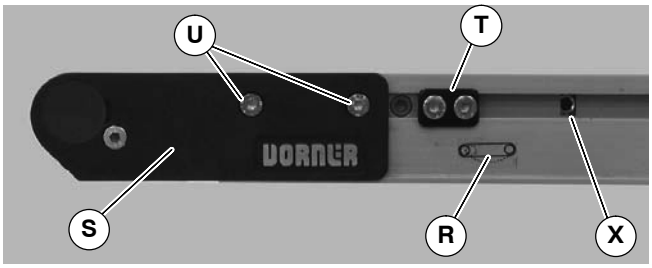

Figure 25
1. On tension end of the conveyor, identified with a label (R of Figure 25), adjust head plate assembly (S): On both sides of conveyor, loosen fastening screws (U) and rotate pinion gear (X) to adjust head plate assembly.
3. After adjusting proper tensioning, tighten fastening screws (U of Figure 25) on both sides of conveyor to 60 in-lb (7 Nm).
4. If equipped with cam tracking assemblies (T of Figure 25), position against head plates and adjust belt tracking. Refer to “Conveyor Belt Tracking” on page 12.